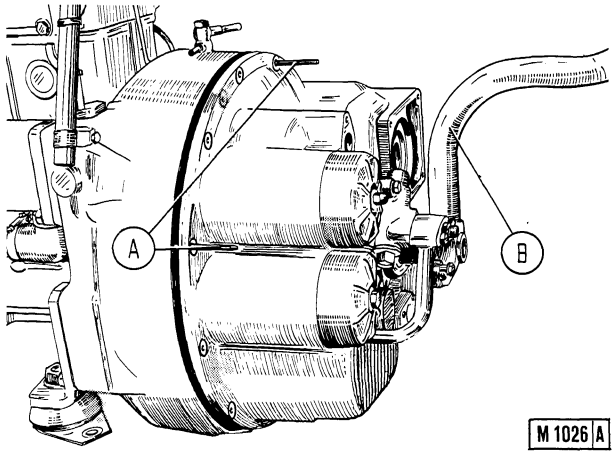

Fig. 3-15 - Installing/removing engine clutch.
- Use pair of guide pins 75291525, A, fig. 3-15, bracket 75295475 and lift hook 75295551, B, for clutch istallation to engine.
75291525	Guide pins (fig. 3-15)
75295475	Bracket, use with hook 75295551 (fig. 3-15)
75295551	Hook, lift, clutch, use with bracket 75295475 (fig. 3-15)